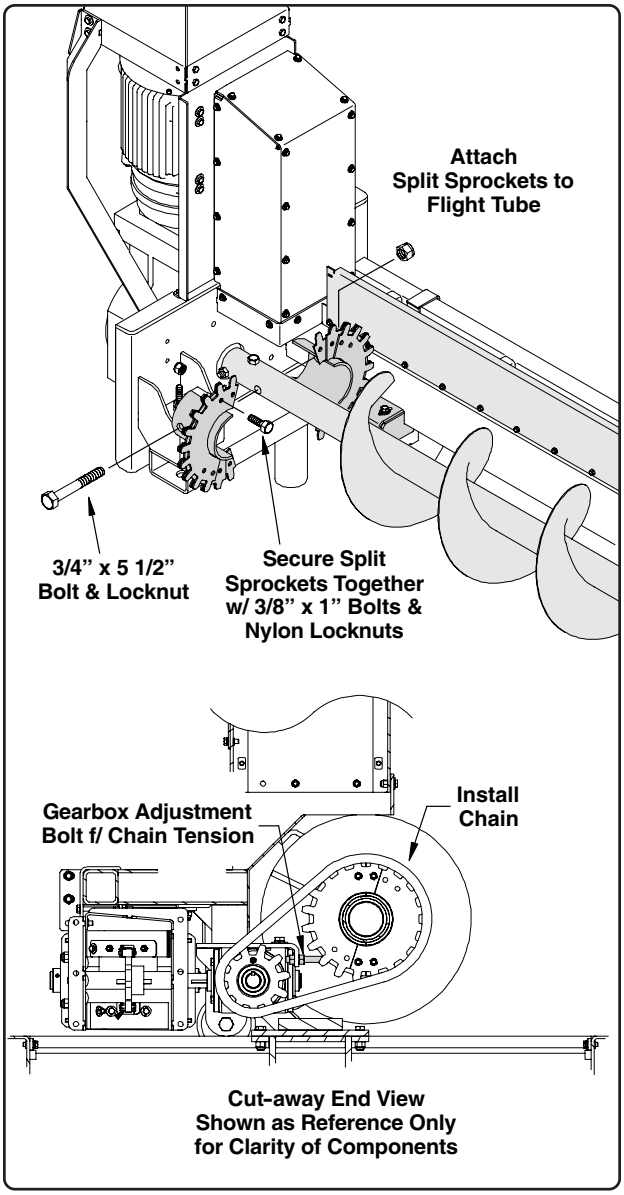

**Fig. 15**
11. Remove the existing 3/4" x 5" bolt securing the flight to the center well gearbox shaft (remove the bolt farthest from the gearbox, See Fig. 15).